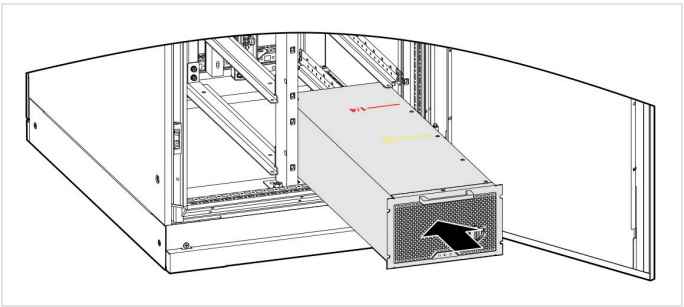

FIGURA 3-11 Inserimento di un modulo nel suo vano
3. Inserite il modulo nel vano libero più basso (Figura 3-11). Montate i moduli dal basso verso l'alto.